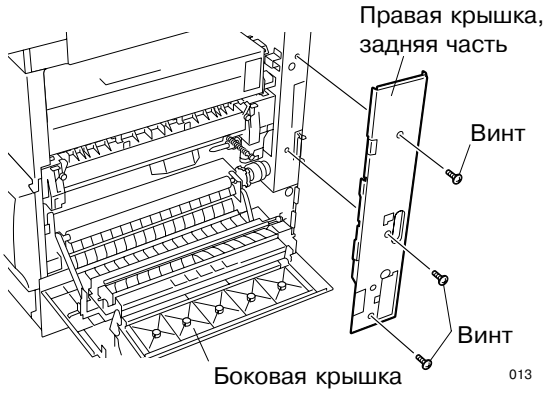

Рис. 2-6-15
2. Снимите заднюю часть правой крышки. (См. Рис. 2-6-15)